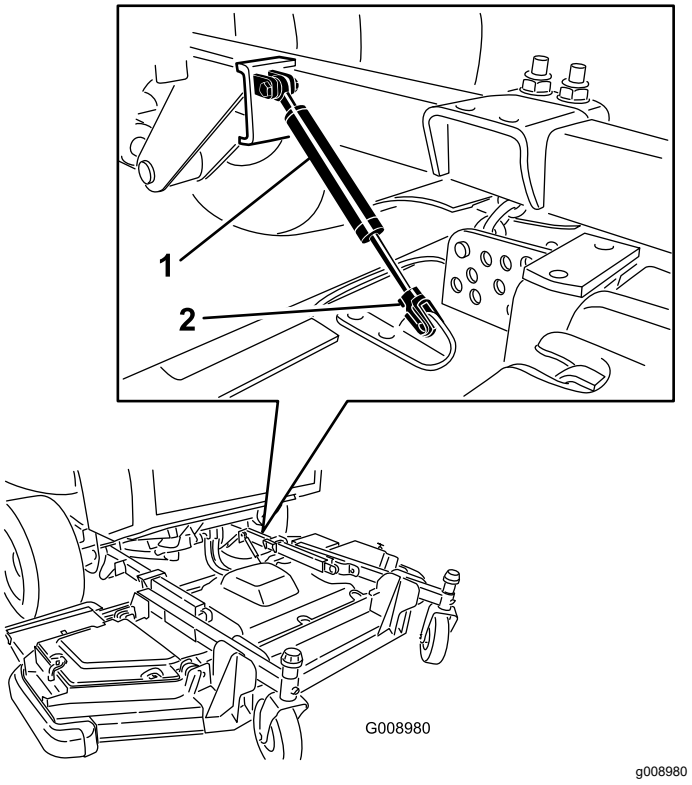

**Figuur 135**
3. Verwijder de bevestigingsclip en ontkoppel de demper van het maaidek (Figuur 135).